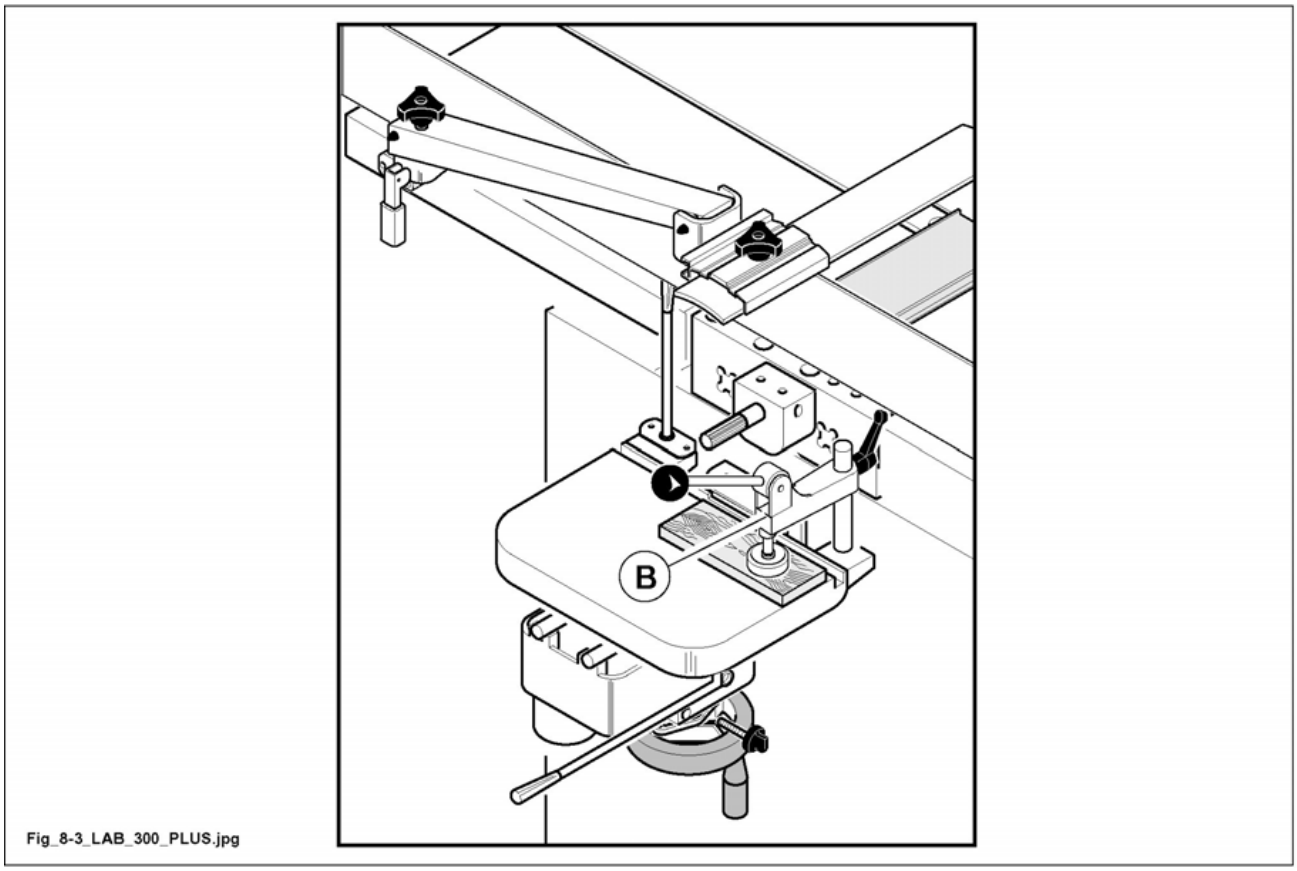

Fig. 8.3
- Place the workpiece on the table, stopping it and securing it by means of the presser (B fig. 8.3).